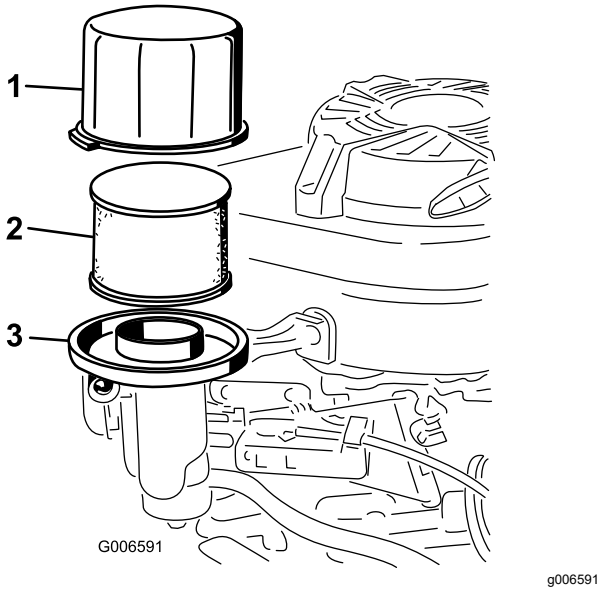

**Figure 25**
3. Déposez le couvercle et nettoyez-le soigneusement (Figure 25).
4. Retirez le préfiltre en mousse de l'élément en papier (Figure 25), et remplacez l'élément papier s'il est très encrassé.